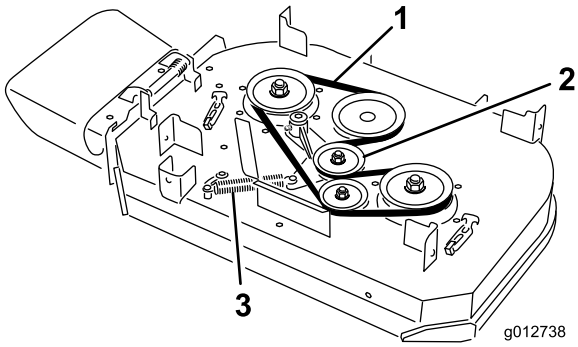

Figur 64
4. Ta bort fjädern från förankringen på mellanremskivans arm (Figur 64).
5. Ta bort den utslitna klipparremmen (Figur 64).
6. Montera den nya klipparremmen runt kopplingsskivan, däckskivorna och mellanremskivan (Figur 64).
7. Montera fjädern på förankringen på mellanremskivans arm (Figur 64).
6. Montera den nya klipparremmen runt remskivorna och mellanremskivan (Figur 64).
5. Ta bort fjädern från förankringen på mellanremskivans arm (Figur 64).
6. Ta bort den utslitna klipparremmen (Figur 64).
7. Montera den nya klipparremmen runt däckskivorna, kopplingsskivan och mellanremskivan (Figur 64).
8. Montera fjädern på förankringen (Figur 64).